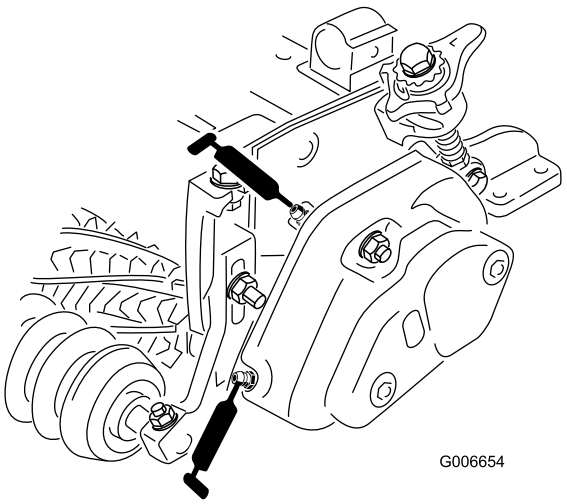

Figuur 14
25. Vul beide lagerhuizen van de messenkooi met vet (Figuur 14). Overtollig vet zal tussen de afdichtingen aan de binnenkant en de beschermkappen van de afdichtingen naar buiten komen.
26. Smeer beide lagers van de groomer (maximaal 2 of 3 pompslagen) (Figuur 14). Gebruik niet te veel vet, hierdoor kan de afdichting defect raken. Veeg overtollig vet weg.